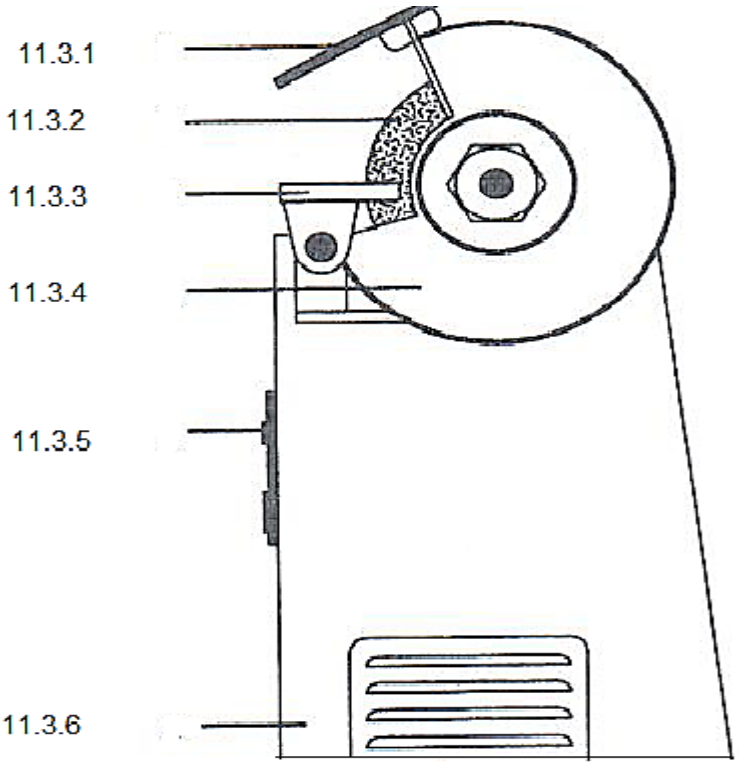

FIGURE 3
11.3 FIGURE 3 depicts a pedestal grinding machine.